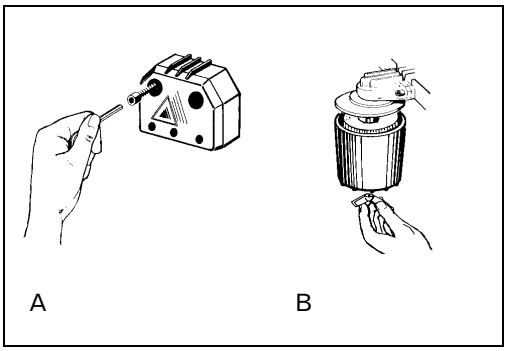

Abb. 3: Suction filter
- ➔ Unscrew either the oil filler neck 3 or oil dipstick 4 (cf. Fig. 3: Compressor aggregate).